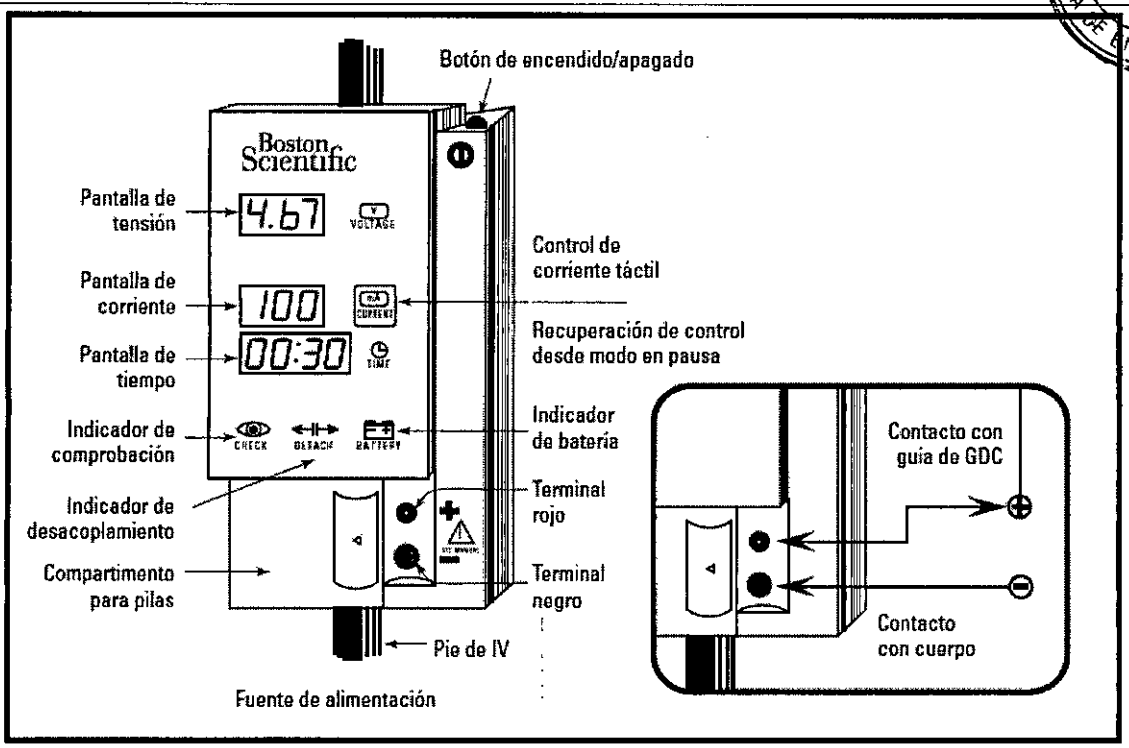

Figura 5. Fuente de alimentación
18. Pulse el botón de encendido y apagado situado en la parte superior derecha de la fuente de alimentación (Figura 5). Todas las pantallas se encenderán y el sistema realizará una autocomprobación.
VER FIGURA 5